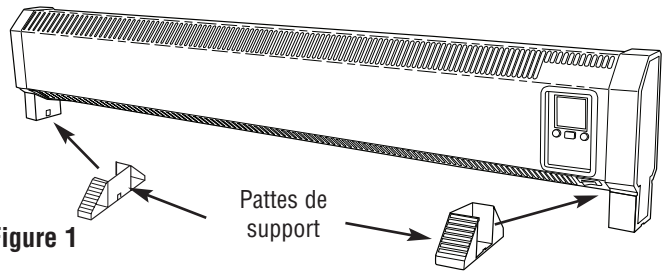

Figure 1
3. Adaptez les pattes de support de gauche et de droite sur le radiateur en les encliquetant en place comme montré en Figure 1.
4. Ne faites pas fonctionner le radiateur sans que ses pieds de support soient fixées comme montré en Figure 1.